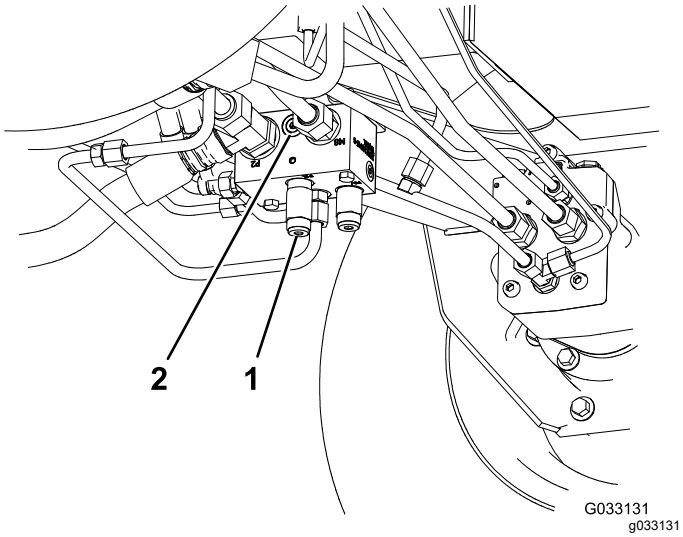

**Figur 75**
- Toro-delenr. 95-0985, kobling (2)
- Toro-delenr. 340-77, hydraulikkobling (2)
1. Monter en diagnosekobling i den umarkerte porten som ligger mellom portene M8 og P2 på bakre trekkmanifold (Figur 75).